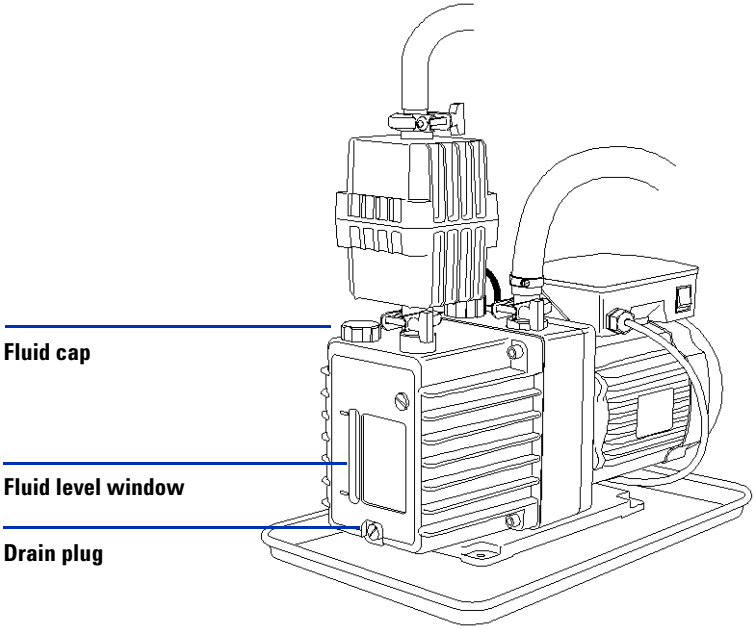

Figure 8 Rough pump.
3. Remove the fill cap on the rough pump (see Figure 8).
4. Add new pump fluid until the fluid level is near, but not over the maximum mark beside the fluid level window (see Figure 8).
3 Place a container under the drain plug of the rough pump (see Figure 8 on page 41).
4 Remove first the fill cap (see Figure 8 on page 41), then open the drain plug.
6 Pour in new pump fluid until the fluid level is near, but not above the maximum mark beside the fluid level window (see Figure 8 on page 41).